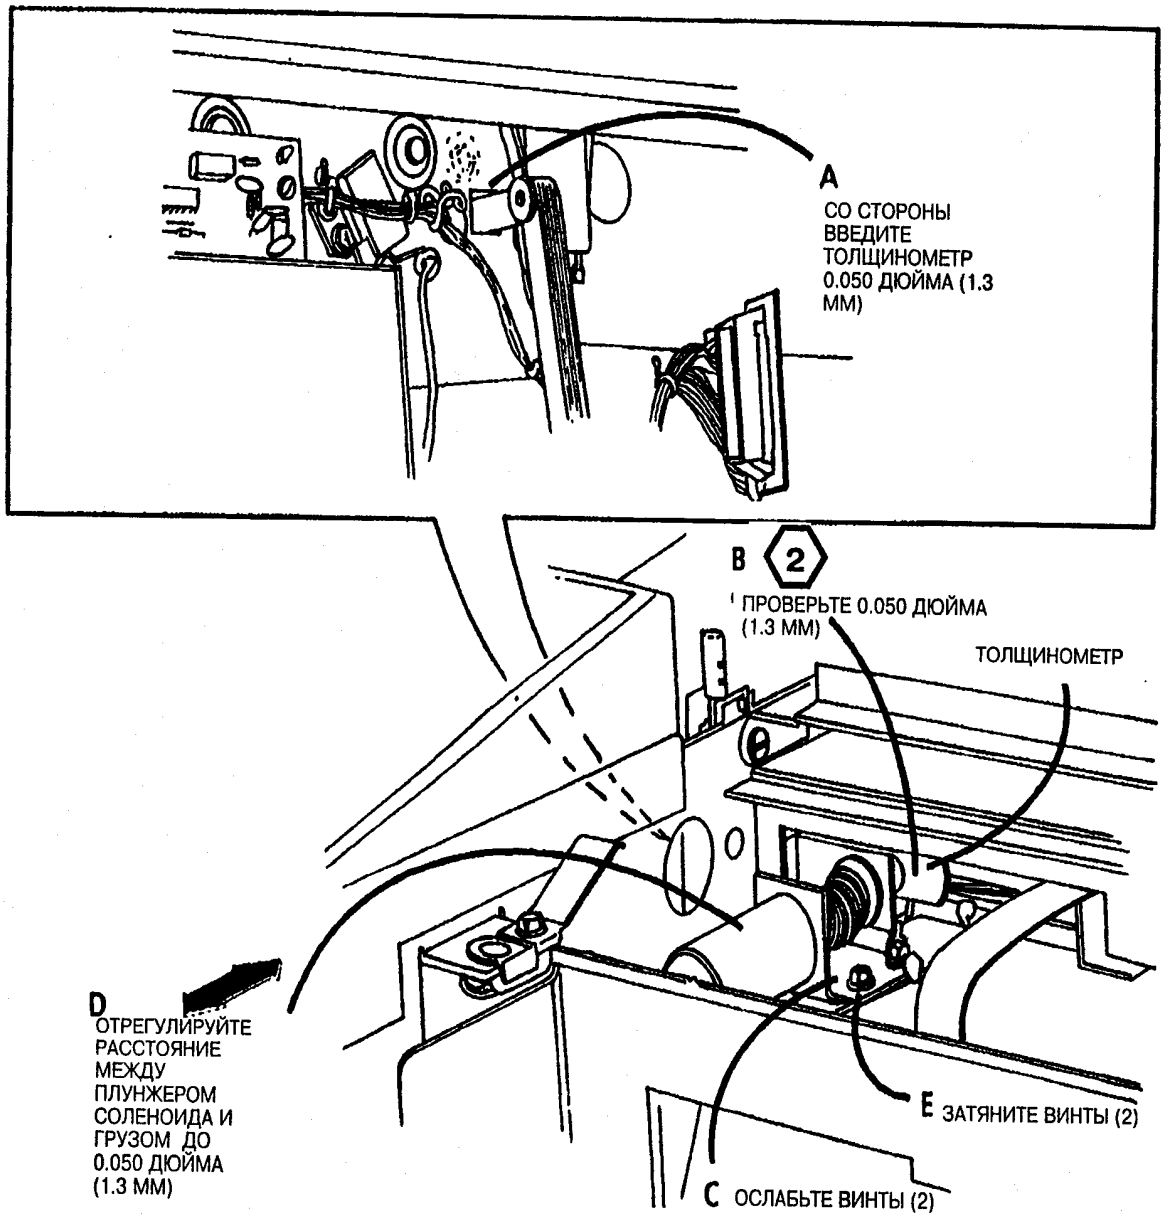

Рис. 2. Настройте катушку
5. (Рис. 2): Проверьте/настройте катушку.